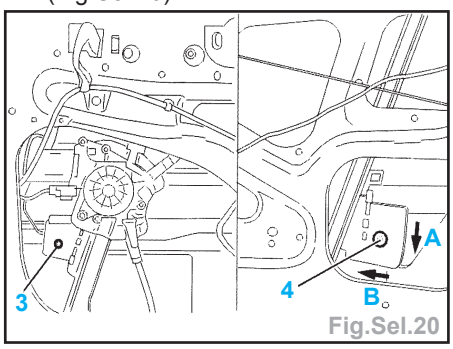

Fig.Sel.20
- Placer la glace vers le bas **A** et vers l'AV **B** (Fig.Sel.20).